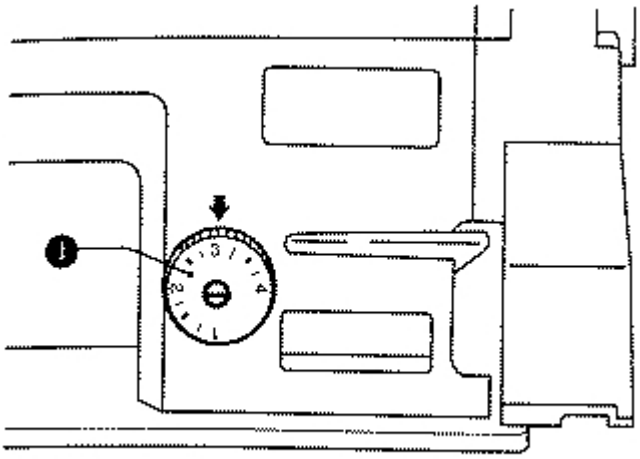

рис.24
15. Регулировка длины стежка. (Рис.24)